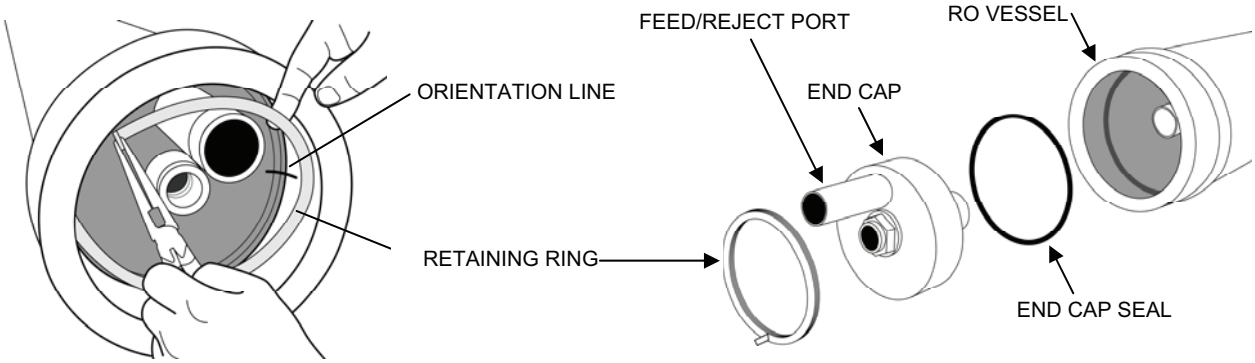

Figure 11. RO Vessel End Cap Removal.
3. Remove the end cap from the vessel (Figure 11).